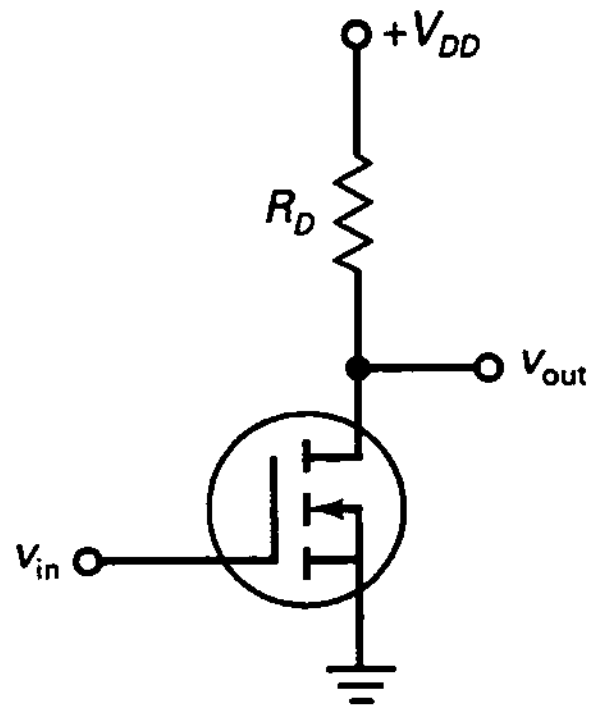

Figura 14-12. Carga pasiva.
La Figura 14-12 muestra un MOSFET de enriquecimiento con una carga pasiva. La palabra *pasiva* se refiere a una resistencia normal, como R_D. En este circuito, v_{in} puede ser alta o baja. Cuando v_{in} está en nivel bajo, el
Un circuito como el representado en la Figura 14-12 es el circuito de ordenador más simple que se puede construir. Se denomina *inversor,* ya que la tensión de salida es de nivel opuesto a la de entrada. Cuando la tensión de entrada está en nivel alto, la tensión de salida está en nivel bajo. Los circuitos de conmutación son menos exigentes que los amplificadores. Lo único que se requiere en los circuitos de conmutación es que las tensiones de entrada y de salida se puedan reconocer fácilmente, ya sea en nivel bajo o en nivel alto.
Los circuitos integrados (CI) constan de miles de transistores de tamaño microscópico, bipolares o MOS. Los primeros circuitos integrados también incluían resistencias de carga pasivas como la de la Figura 14-12. Pero una resistencia de carga pasiva tiene una gran desventaja: su tamaño es mucho mayor que el de un MOSFET. Por ello, los circuitos integrados con resistencias de carga pasivas eran de mayor tamaño que los que se utilizan actualmente. Alguien encontró una solución al problema al inventar *resistencias de carga activas.* Éstas redujeron el tamaño de los circuitos integrados, lo que dio lugar a los ordenadores personales que tenemos hoy día.